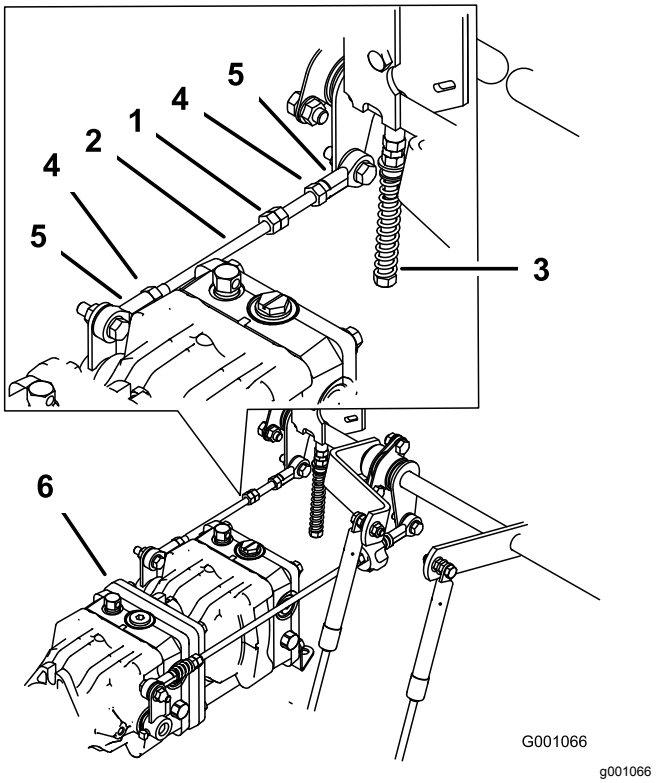

Figuur 103
1. Draai de borgmoeren op de kogelverbinding op de bedieningsstang van de pomp los (Figuur 103).
3. U stelt de lengte van de pompstang af door de dubbele moeren op de stang in de juiste richting te draaien, totdat de het wiel stil staat of iets achteruit kruipt (Figuur 103).
6. Draai de borgmoeren op de kogelverbindingen vast (Figuur 103).